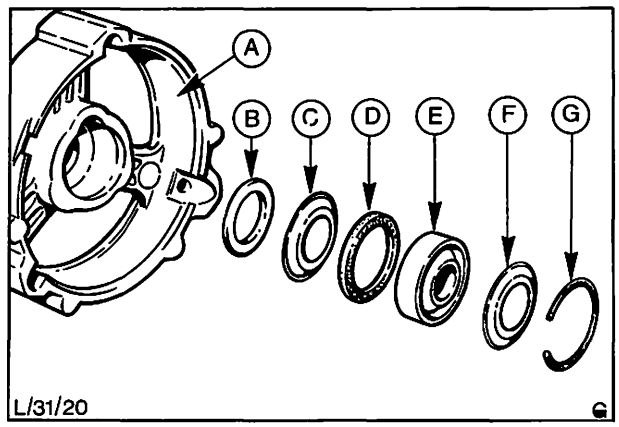

Abb. 61 Antriebsseitiges Lager und zugehörige Teile
20. Ausgleichsscheibenpaket des antriebsseitigen Lagers sowie Lager und Anlaufscheibe wie in Abb. 61 gezeigter Reihenfolge einsetzen. Bei Wiederverwendung des alten Lagers dieses mit Heißlagerfett füllen.